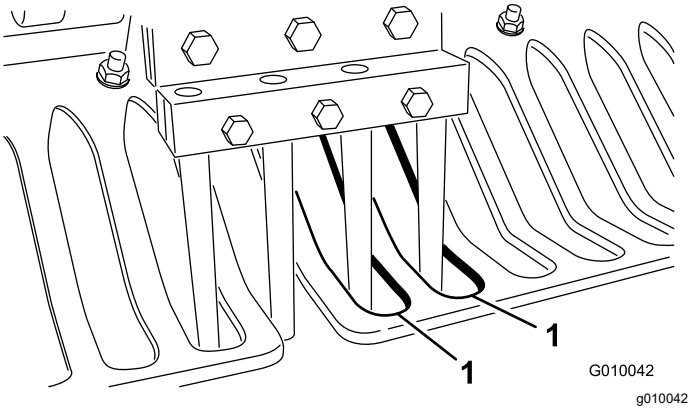

Figur 26
7. Kontroller, at tines sidder i midten af mellemrummene i plæneafskærmningerne (Figur 26). Juster plæneafskærmningerne efter behov, og stram møtrikkerne.